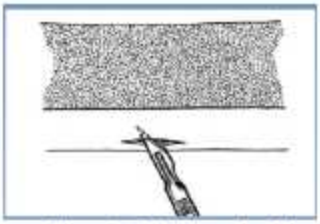

Figura 1: Incisión en la piel.
• Los tornillos se insertan primero en el segmento más corto. Se requiere una incisión larga en la piel para cada tornillo para que la piel alrededor del tornillo no esté demasiado tensa. Esto muestra la incisión realizada para el primer tornillo. (Figura 1)